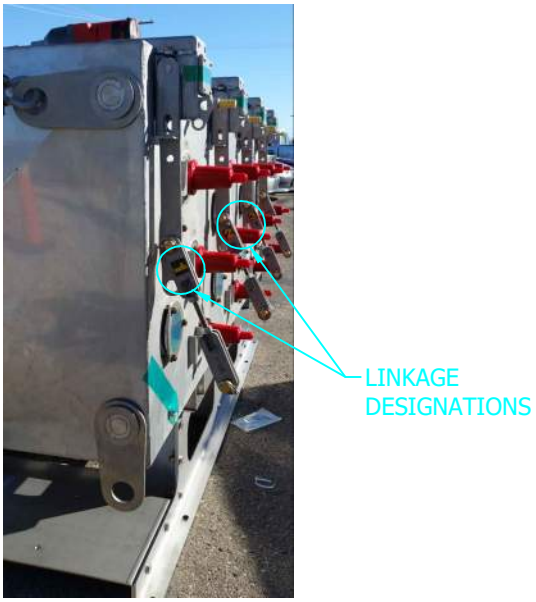

FIGURE 41 (E)
(E) MOTOR OPERATORS AND LINKAGES ARE MATED TO THE SWITCH AND IDENTIFIED AT THE MANUFACTURING PLANT. MOUNT MOTOR OPERATORS WITH CORRESPONDING WAYS AFTER THE CABLE HAS BEEN LANDED AND PRIOR TO MOUNTING THE ENCLOSURE. SEE FIGURE 41 AND 42.